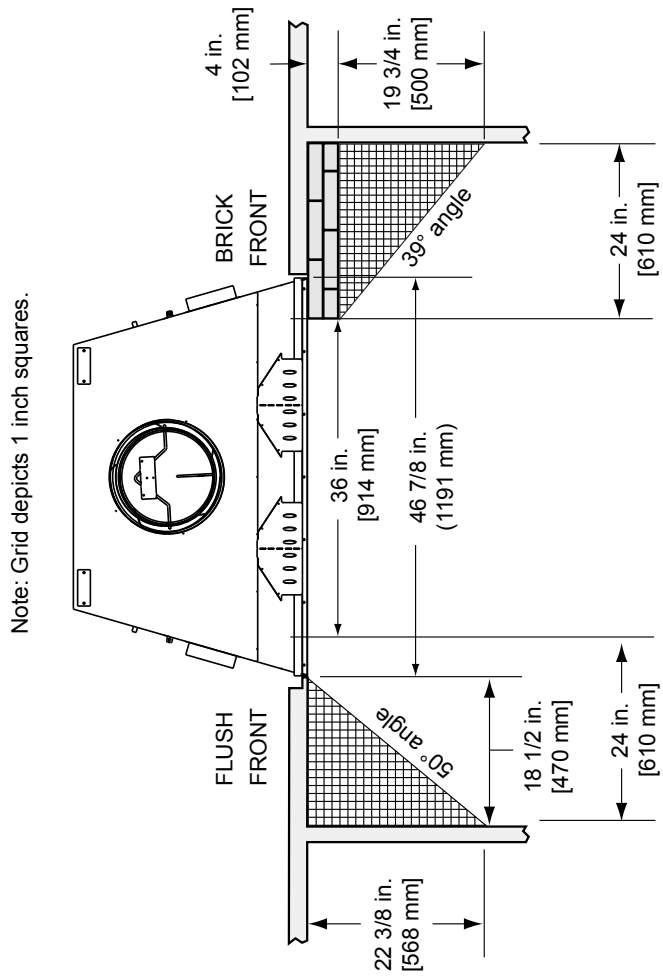

Figure 6.14 Mantel Leg, Surround or Wall Projection (acceptable on both sides of opening)
- Mantle leg, surround, stub wall, whether combustible or non-combustible, may be constructed as shown in Figure 6.14.